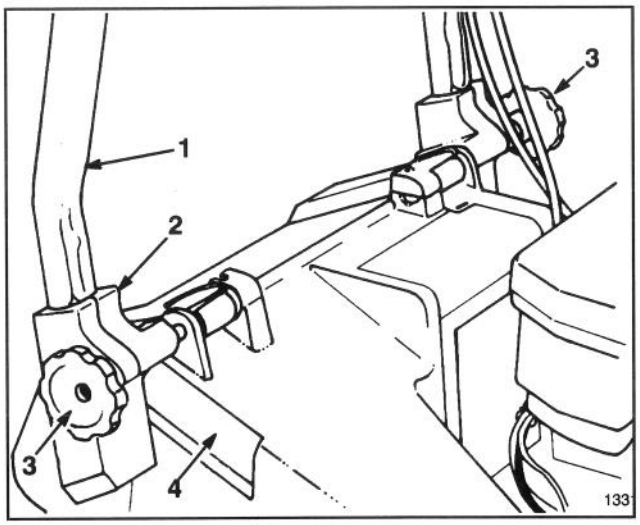
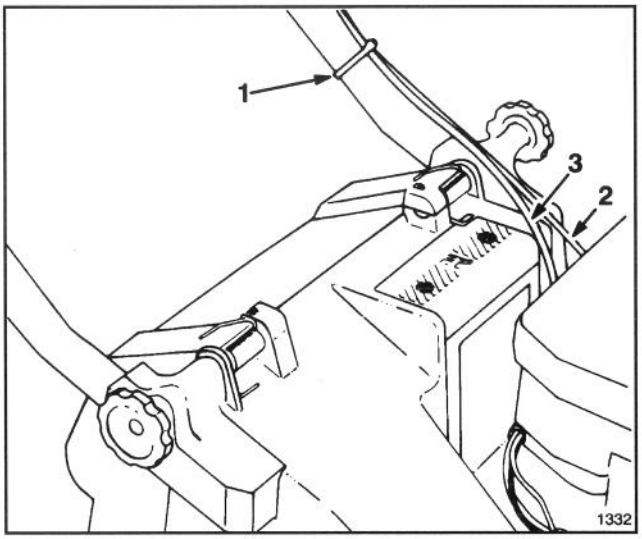

Afbeelding 1
Afbeelding 2
1. INSTALLEREN HENDEL—Knoppen op de bevestigingsbeugels losdraaien (Afb. 1).
3. Schuif de uiteinden van de hendel helemaal in de gaten op de bevestigingsbeugels (Afb. 1). Zorg ervoor dat de kabel van de gasklep en de aandrijving (zelfrijdend model) zich boven op de linker bevestigingsbeugel bevinden (Afb. 2).
4. Draai hendel en bevestigingsbeugels naar achteren totdat de uiteinden van de hendel zich veilig binnen de beugel bevinden (Afb. 2).